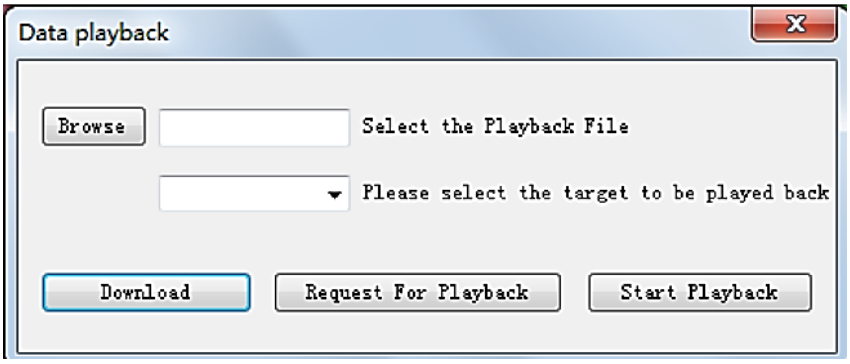

Figure 4-2: Historical data playback
Click button **"Data Playback"** or the icon from tool bar. The window will pop-up, showing as **Figure 4-2** Historical data playback. Click button **"Browser"** and select one data file to playback. Then select the playback object. Click buttons **"Download"**, **"Request for playback"** and **"Start playback"** sequentially to complete the whole process.
Step5: When all waveforms edition finish, click button **"Save the Window"** and then click button **"Save"** to save in a file. Close window **"Waveform Edition"** and return to main form. Click button **"Data Playback".** A window **"Historical Data Playback"** showing as **Figure 4-2** Historical data playback. Choose the edited waveform file you just saved and the object channel. Click button **"Download"**, **"Request for playback"** and **"Start playback"** sequentially to complete whole process.